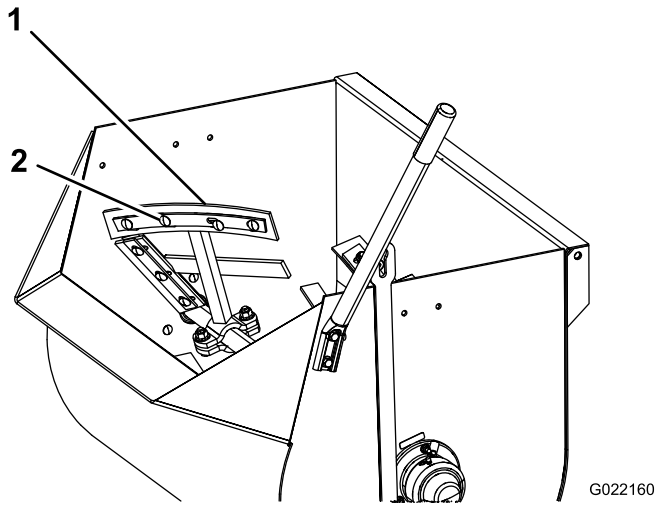
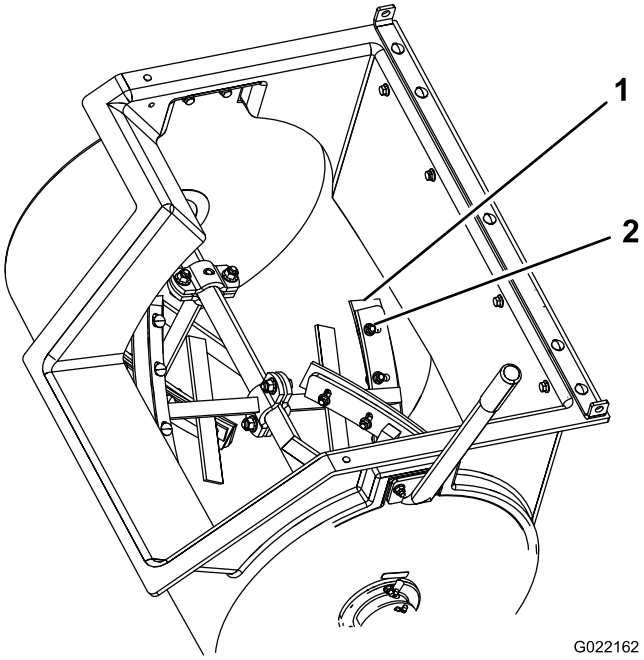
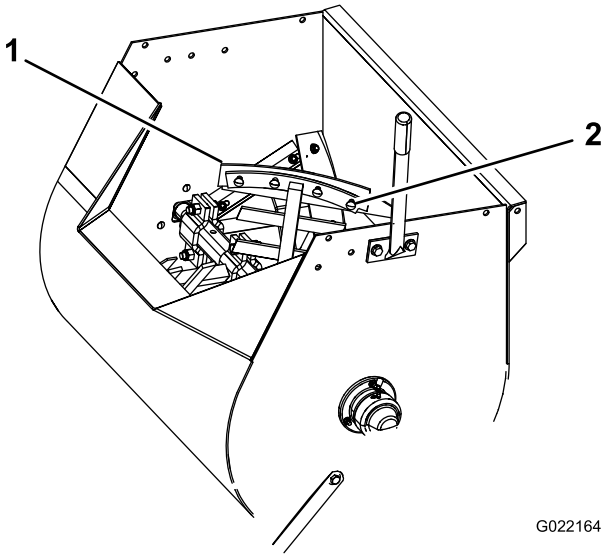

Figure 43
Figure 44
Figure 45
4. Loosen the nuts and bolts that secure the paddle blades to the paddles (Figure 43, Figure 44, or Figure 45).